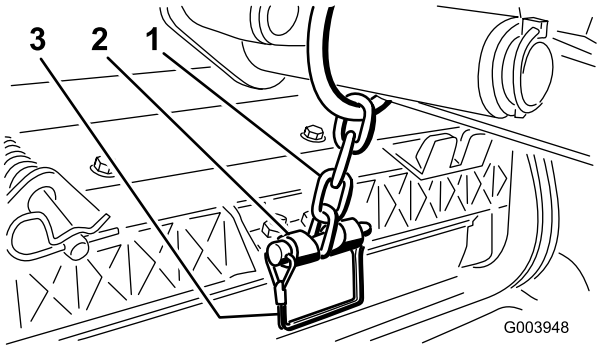

**Figuur 13**
12. Bevestig de ketting van de hefarm aan de kettingbeugel met de borgpen (Figuur 13). Gebruik het aantal kettingschakels volgens de instructies in de *Gebruikershandleiding* van het maaidek.